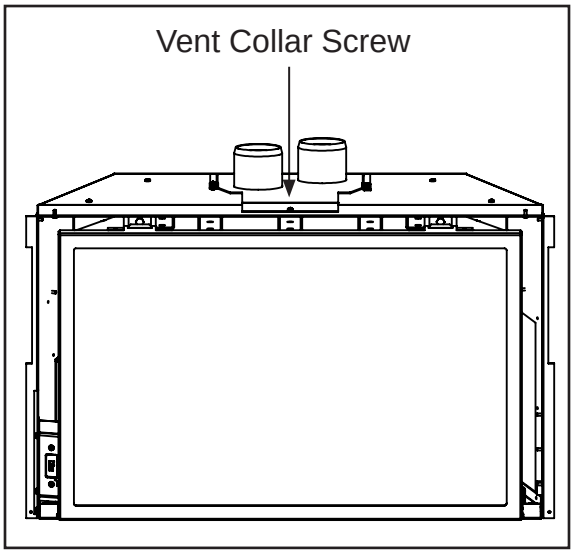

Figure 30: Vent Collar Plate Screw Location.
9. Place a bead of high temperature silicone on the intake collar of the vent terminal. Slide the Ø3" (76mm) flex intake liner over the collar, secure the flex liner with three (3) sheet metal screws evenly spaced. Secure the vent terminal to the chimney using adequate sealant, and according to local building codes.
10. If the fireplace opening is lower than 24" (610 mm), remove the vent collar plate from the top of the insert by unscrewing the 5/15" screw located on the center top of the stove above the door opening (see Figure 30). Slide the collar plate backwards. Properly secure the vent collar plate to the flexible vent pipe liner(s) previously installed in the chimney. Be careful not to over-stretch the liner(s).
11. Apply a bead of stove cement sealant to the top section of the Ø3" (76mm) exhaust vent collar plate. Slide the Ø3" (76mm) flex vent over the flue collar and secure with three (3) sheet metal screws evenly spaced.
12. Place a bead of high temperature silicone on the intake collar of the fireplace, slide the Ø3" (76mm) flex intake liner over the collar, secure the flex liner with three (3) sheet metal screws evenly spaced.